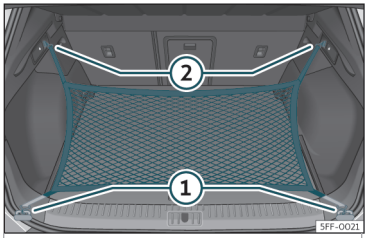

Fig. 113 In the luggage compartment: rings ① and hooks ② for attaching the net bag.
- Secure the short net hooks to the fastening rings››› Fig. 113 ① ››› ⚠. The bag zip should be facing upwards.
- Secure the straps in the bag hooks ②.